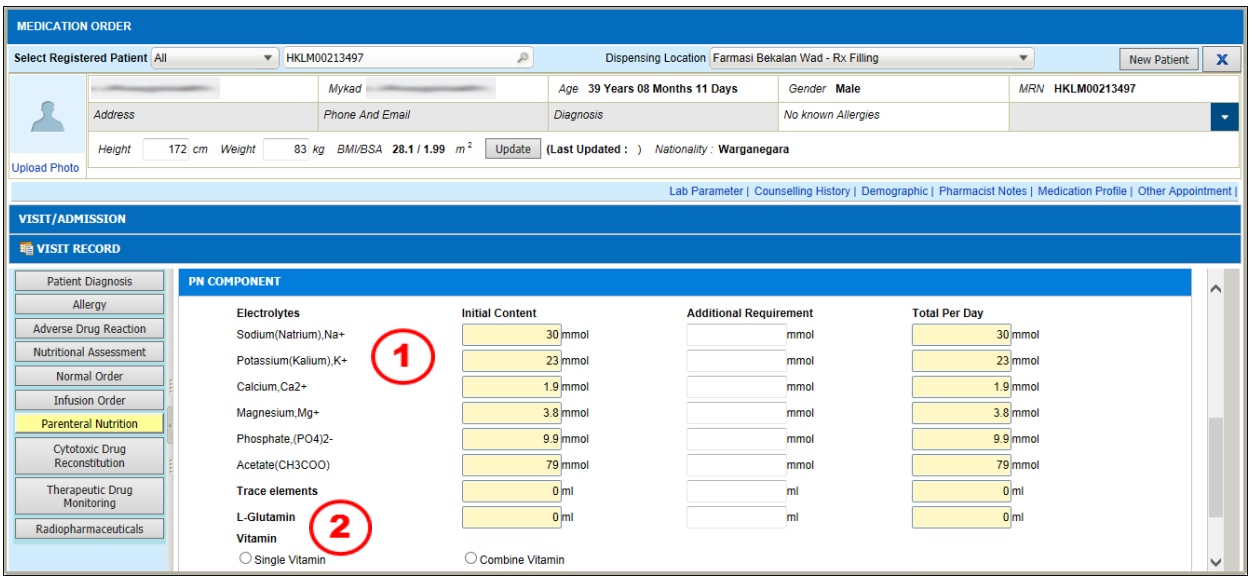

Figure 4.4-2 Single Vitamin
- ***Water soluble** and **Fat soluble** field will be automatically displayed as per Figure 4.4-2.*